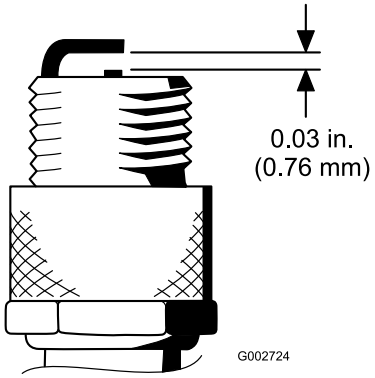

Figur 49
4. Indstil gnistgabet mellem midten og siden af elektroderne til 0,76 mm (Figur 49).